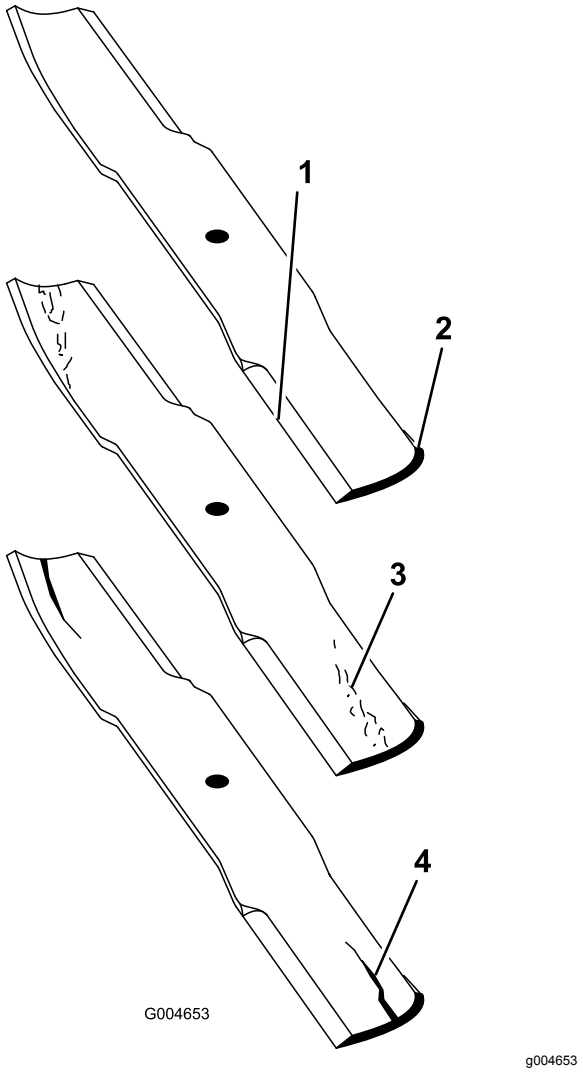

Figuur 110
2. Controleer nauwkeurig de uiteinden van het maaimes, in het bijzonder op de plaats waar het platte en het gebogen deel samenkomen (Figuur 110). Omdat het metaal dat het platte en het gebogen deel van het mes verbindt, kan wegslijten door zand en ander schurend materiaal, moet u dit steeds controleren voordat u gaat maaien. Als u een slijtplek ontdekt (Figuur 110), moet u het mes onmiddellijk vervangen.